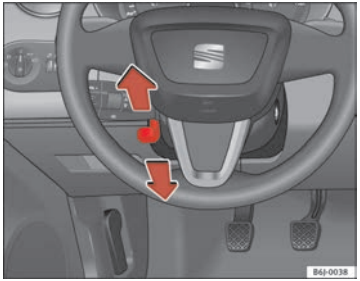

Fig. 92 Steering column height adjustment
– Push the lever under the steering column ⇒ fig. 92 down ⇒ ⚠.
– Adjust the steering wheel until the correct position is set ⇒ fig. 92.
- **Adjust the driver seat or steering wheel so that there is a distance of at least 25 cm between the steering wheel and your chest ⇒ fig. 92. If you fail to observe the minimum distance, the airbag will not protect you. Risk of fatal injury.**